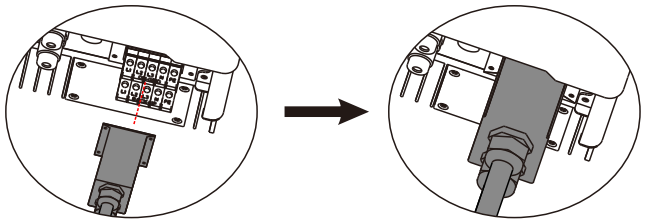

Figure 4.3-6 Install ac connection terminals
Step 4. Connect the combined AC cable to the AC terminal of the inverter, tighten the cable to a torque of 2.0 N M to 2.5 N M, and then lock the AC cover.See Figure 4.3-6.